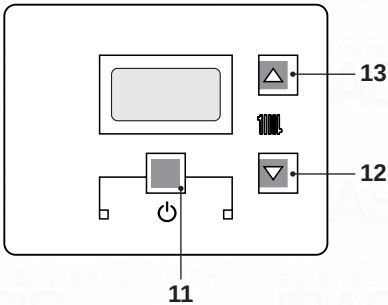
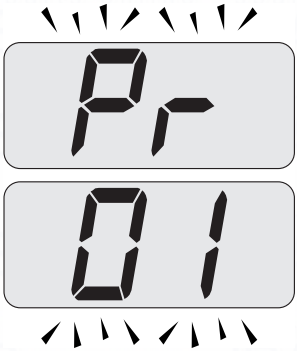
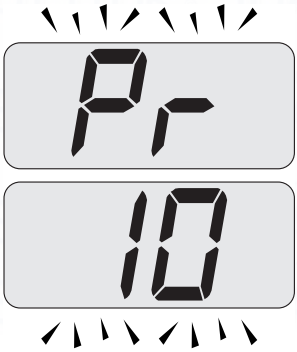

Fig. 7.32
Fig. 7.33
Fig. 7.34
- Enter the "programming mode" by pressing keys 11 - 12 - 13 (Fig. 7.32) for 10 seconds at the same time until the letters **Pr** that alternate with code **01** are displayed on the LCD display, indicating that "parameter 01" (Fig. 7.33) has been activated.
- Scroll the various parameters using keys 12 or 13 until the letters **Pr** that alternate with code **10** are displayed on the LCD display, indicating that "parameter 10" (Fig. 7.34) has been activated.
- Press keys 11 and 13 (Fig. 7.32) at the same time until the value of parameter 10 (30=180 seconds) is displayed on the LCD display (Fig. 7.35).
- By pressing key 11 (Fig. 7.32) confirmation of the inserted value is obtained.
- Press keys 11 and 12 (Fig. 7.32) at the same time to exit without changing the value (return to the parameters list Fig. 7.34).
- Press keys 11 - 12 - 13 (Fig. 7.32) at the same time for 10 seconds to exit the "programming mode".